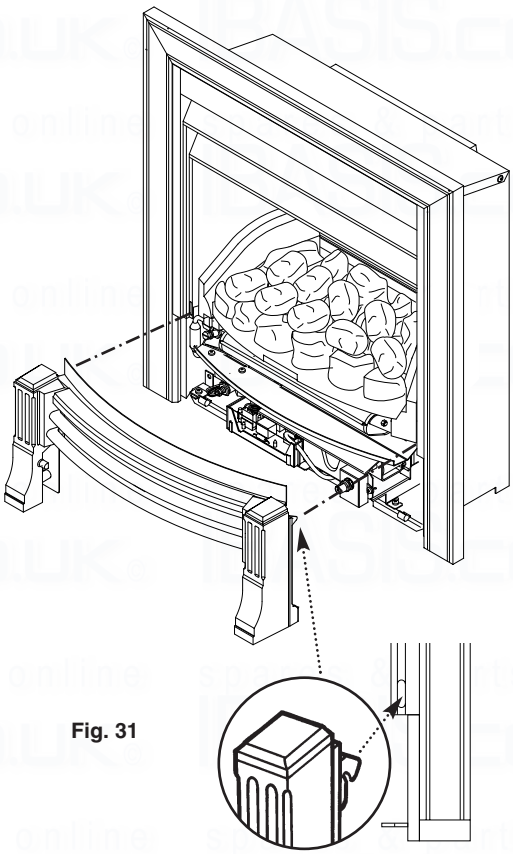

Fig. 31
10. Hook the fender into the sides of the combustion box (Fig. 31).